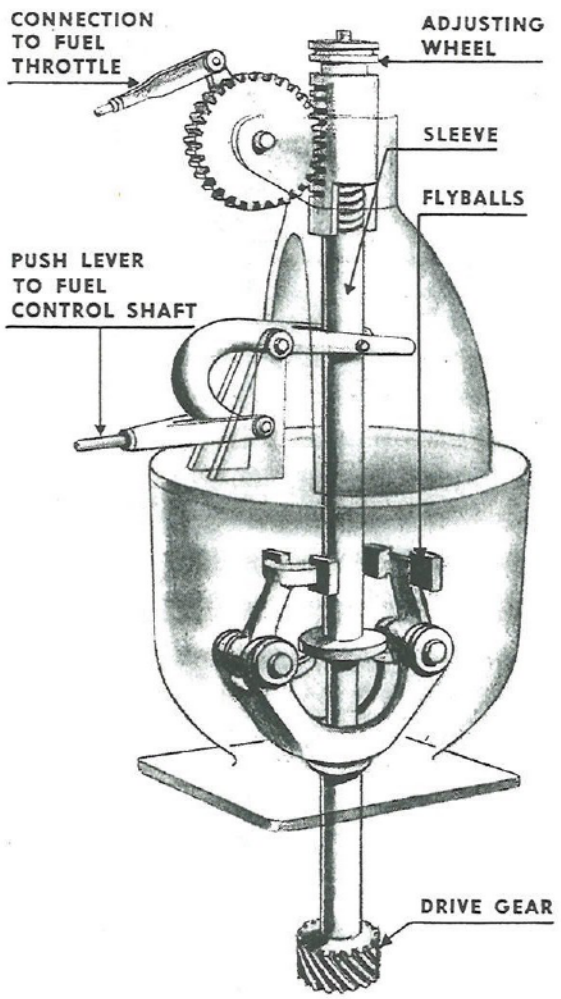

Fig. 42. Governor, Mechanical, in Half Speed Position
c. Fig. 42 shows the governor when the engine is running at approximately half-speed. By changing the throttle setting, the adjusting pinion at the top of the governor is changed so that it pushes down on the spring. This increased spring tension exerts greater pressure against the sleeve which forces down the sleeve washer permitting the flyballs to move closer to the shaft. This changes the position of the yoke which is connected to the fuel control shaft.